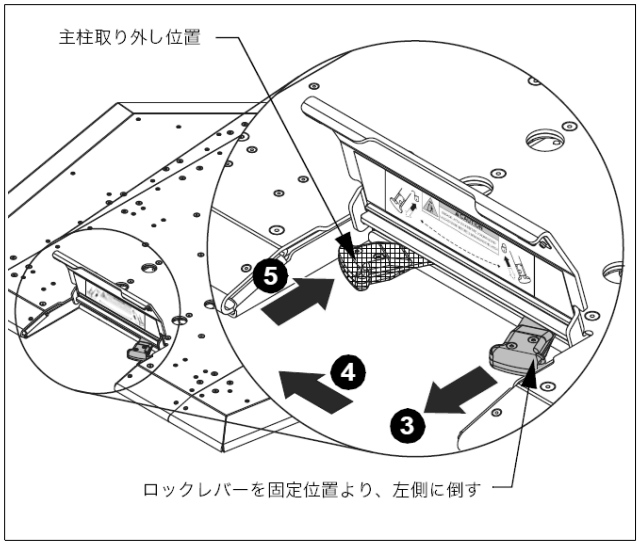

図 15
5) ハンドルがベースに格納されるように押し込むと支柱部分のロックが解除されます。【図 15】